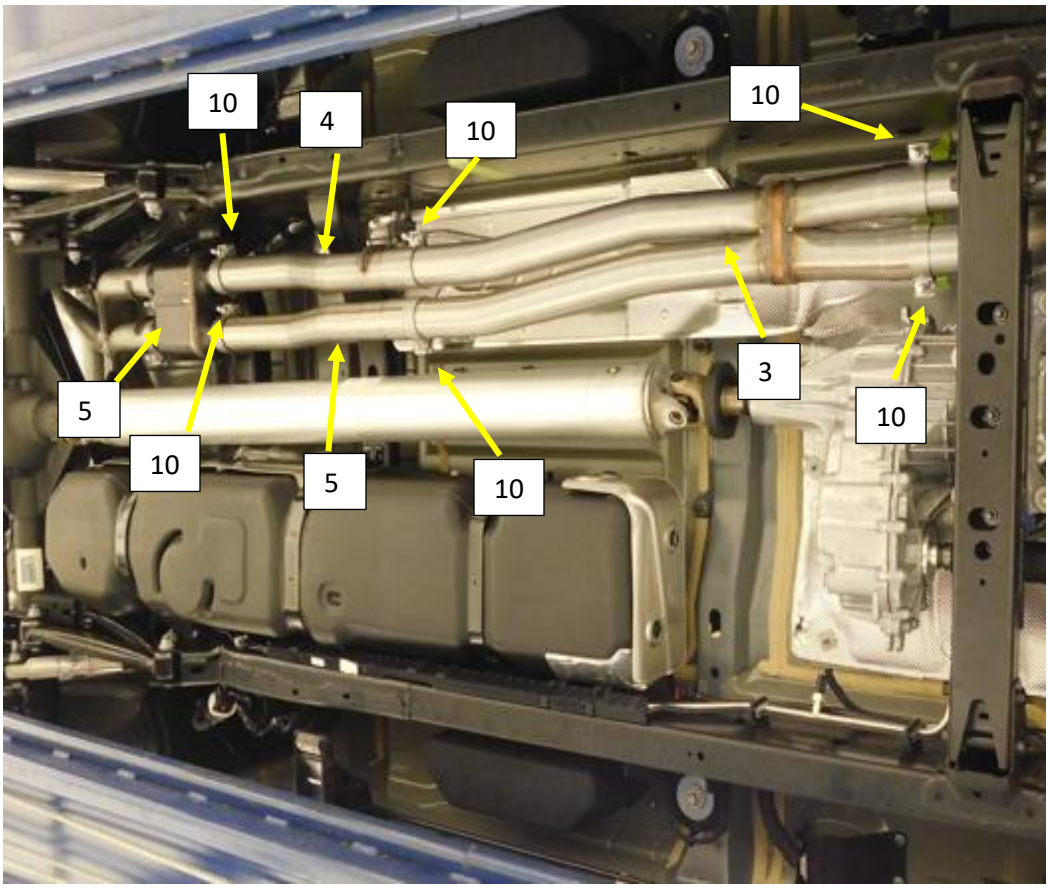

Figure.10
6. Install a 3" band clamp (10) on to each expanded and notched end of the Scvavenger pipe (3) with the bolts to the outside of the pipe and nuts facing the ground. **Fig.10**
7. Install the scavenger pipe (after trimming to length if necessary) on to the down pipes with the Flowmaster logo towards the ground. Support the assembly. Tighten the clamps to allow for adjustment. ` **Fig.10**
8. Install a 3" band clamp (10) on to the expanded and notched end of each of the Right (4) and Left (5) Muffler inlet pipes. **Fig.10**
9. Install the right muffler inlet pipe (4) on to the Scavenger pipe (3) and install the hanger rod into the Isolator on the frame. Tighten the clamp to allow for adjustment. **Fig.10**
10. Install the left muffler Inlet pipe (5) on to the Scavenger pipe (3), tighten the clamp to allow for adjustment. **Fig.10**
11. Install a 3" band clamp (10) on to each muffler (5) inlet pipe with the bolt facing away from the drive shaft and nut facing the ground. Install the muffler (5) on to the muffler inlet the pipes. Tighten the clamps to allow for adjustment. **Fig.10**